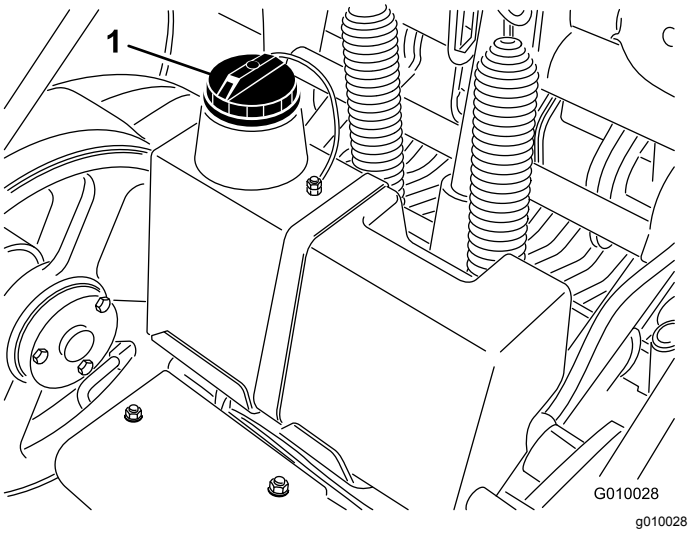

Rysunek 19
3. Oczyść obszar wokół szyjki wlewu i korka zbiornika hydraulicznego (Rysunek 19). Odkręć korek szyjki wlewu.